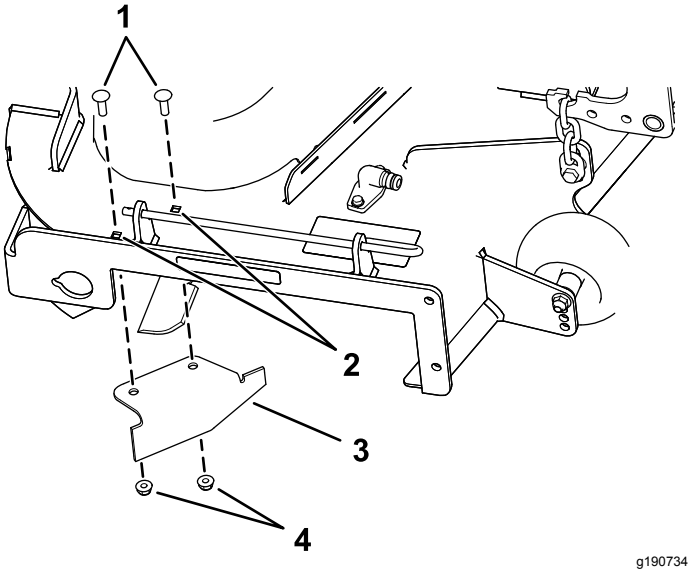

Rysunek 15
9. W woreczku z drobnymi elementami odszukaj przegrodę odcinającą i odkręć mocowania z tylnych otworów płyty wyrzutu (Rysunek 15).